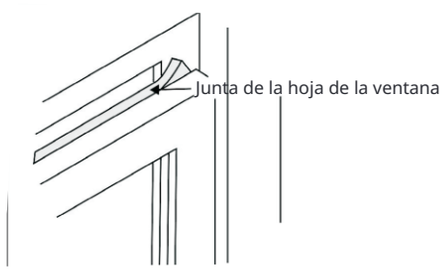

Fig.18
1. Recorte la junta del marco para que se ajuste al ancho de la ventana. Inserte en el espacio entre los marcos superior e inferior (Fig.18).